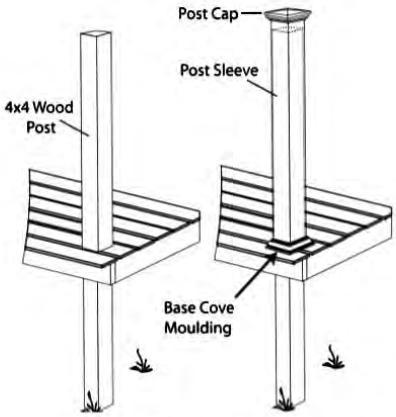

Figure 1
5. After decking is installed, slide post sleeve over the wood 4x4 (Fig. 1).
Note: Once posts and/or post sleeves are installed, ensure they are plumb and level. Prior to fastening any sections to the posts, install Base Cove Moulding for a finished look (Fig. 1). Base Cove Moulding may not be installed after sections are attached to posts.